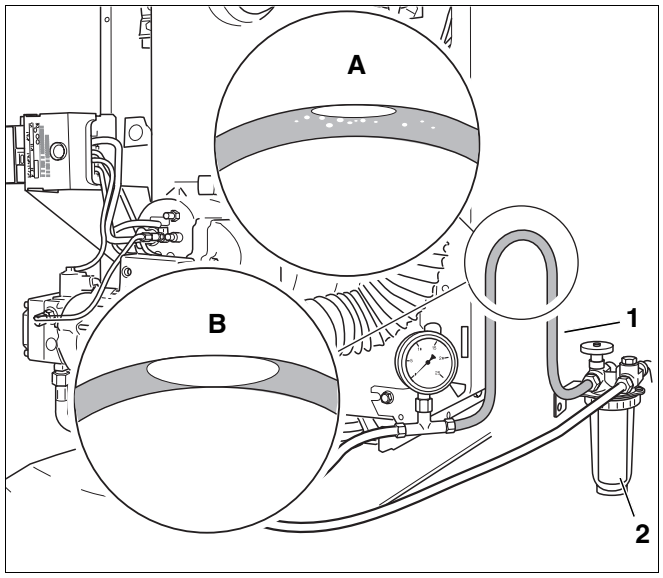

Fig. 37 Doblar y fijar el tubo transparente en la parte superior
- Instale el tubo transparente (fig. 37, **pos. 1**) en la tubería de aspiración detrás del filtro de gasóleo (fig. 37, **pos. 2**).
- Doble el tubo transparente hacia arriba y manténgalo de la manera indicada (fig. 37).
- Lleve a cabo un control visual de la cantidad de aire acumulada (fig. 37, **lupa A** y **B**).
Si se acumula una cantidad de aire mínima en la zona superior de la doblez (fig. 37, **lupa A**) la tubería es estanca.
En el caso de burbujas de aire mayores (fig. 37, **lupa B**) la tubería de aspiración y/o las conexiones presentan fugas.